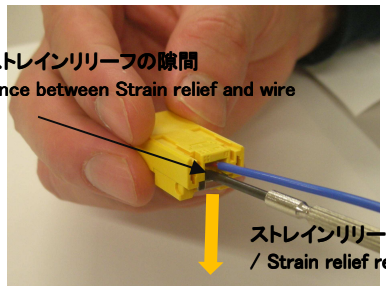

図 11/Fig11
② ドライバーを挿入したまま、ストレインリリーフが外れる方向にドライバーを動かします。
③ 反対側のコネクタスリットも同様に作業し、ストレインリリーフの取外し完了です。
④ ③までの作業で、外れない場合は、電線とストレインリリーフの隙間にドライバーを挿入し、ストレイン リリーフが外れる方向にドライバーを動かし取外して下さい。(図 11)
② Move screwdriver to the strain relief remove direction.
③ Do the same operation at opposite connector slit. The remove completed.
④ If strain relief is not removed by operation 1-3. Insert screwdriver to clearance between strain relief and wire. And remove strain relief by moving screwdriver to strain relief remove direction. (Fig.11)